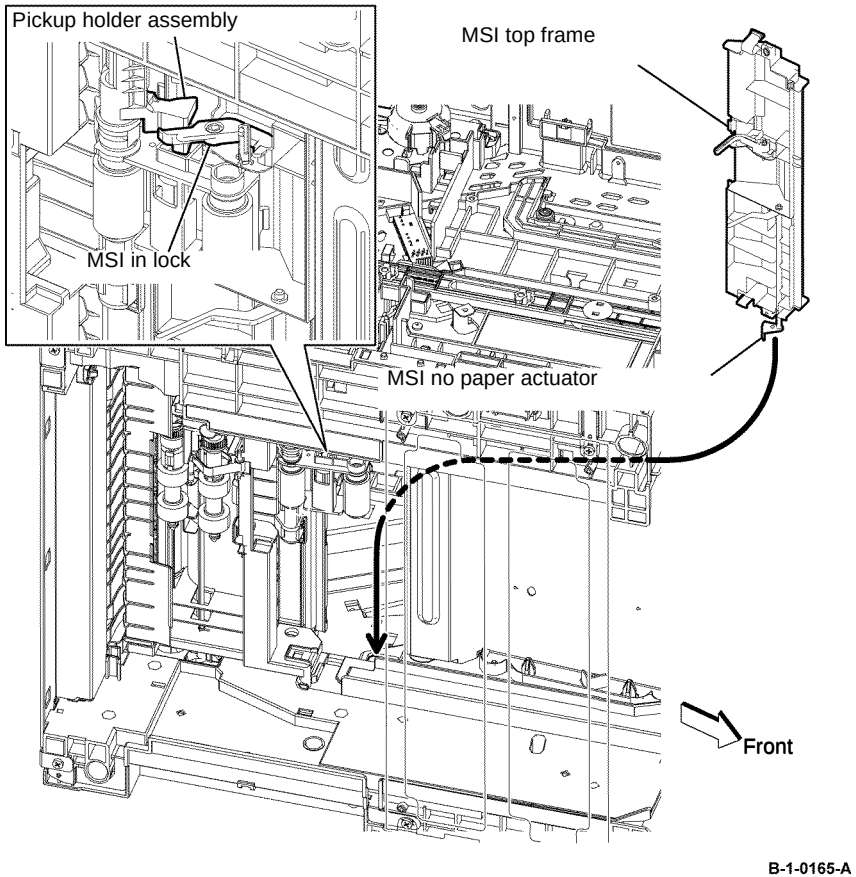

Figure 12 MSI top frame installation
7. When installing the MSI top frame, ensure the MSI no paper actuator coupled with the MSI top frame, fits into the hole on the printer, Figure 12.